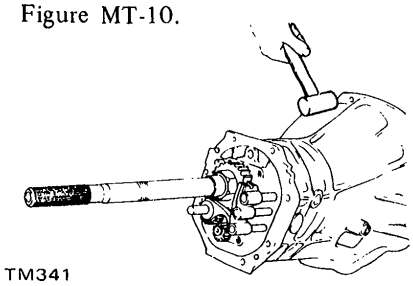

Fig. MT-10 Removing transmission case
12. Separate transmission case from adapter plate with a soft hammer. See Figure MT-10.